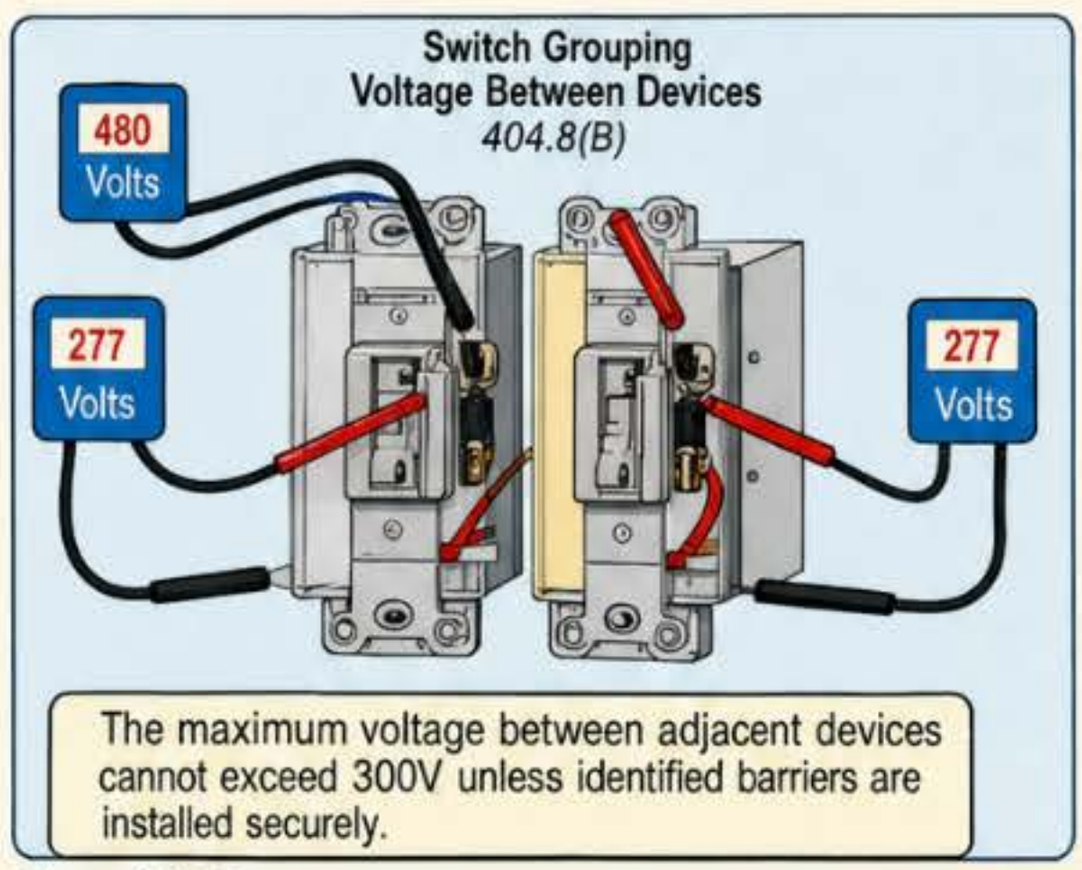

Figure 404-20
(B) Voltage Between Devices. *Snap switches are not permitted to be in enclosures with other switches or receptacles if the voltage between the devices exceeds 300V, unless the devices are installed in enclosures equipped with barriers identified for the purpose that are securely installed between adjacent devices.* ▶ **Figure 404-20**